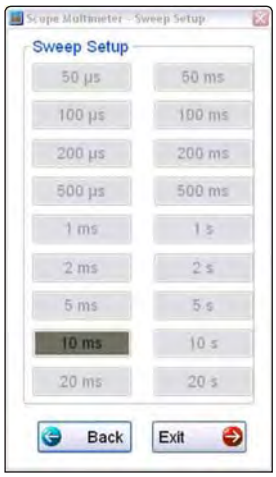

Figure 8-17 *Sample Sweep Setup dialog box*
2. Select the **Sweep** icon to open the sweep dialog box (Figure 8-17)